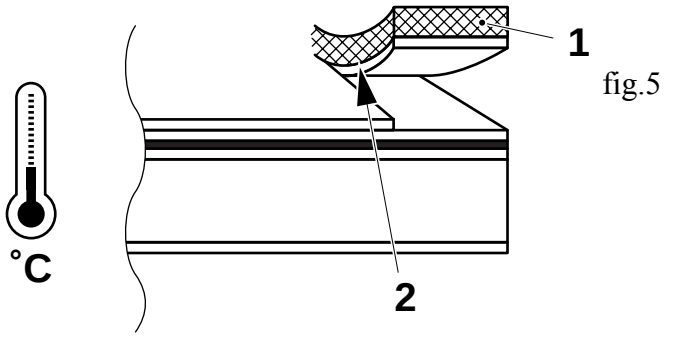

fig.5
- una de las dos capas internas se retira con la tira (1), dejando un borde roto (2) a lo largo de la junta (fig. 5)